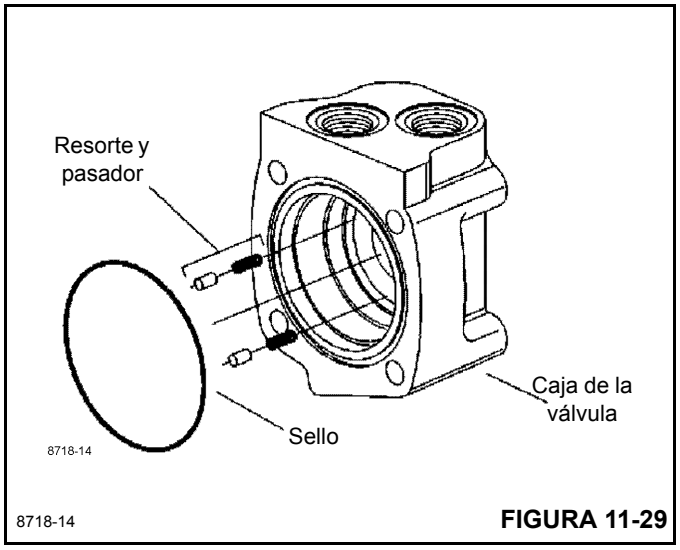

FIGURA 11-29
15. Instale 2 resortes y 2 pasadores en los agujeros ubicados en la cavidad de la caja de válvula, como se ilustra en la Figura 11-29.